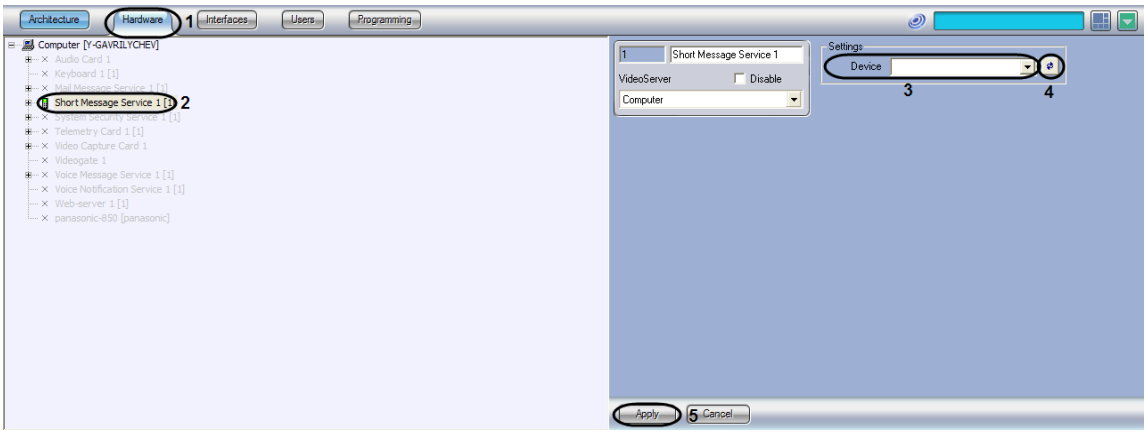

Figure 8.10-3. Creating and setting up the Short Message Service object.
1. Go to the Hardware tab of the System Settings window (Figure 8.10-3).